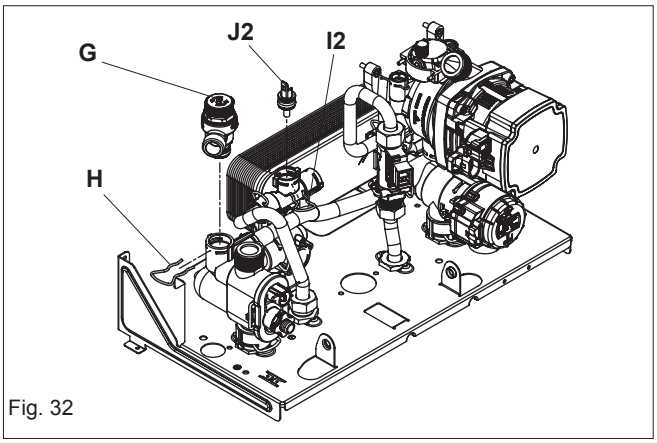

Fig. 32
6.6 SAFETY VALVE (fig. 32)
6.7 DHW THERMISTOR (fig. 32)